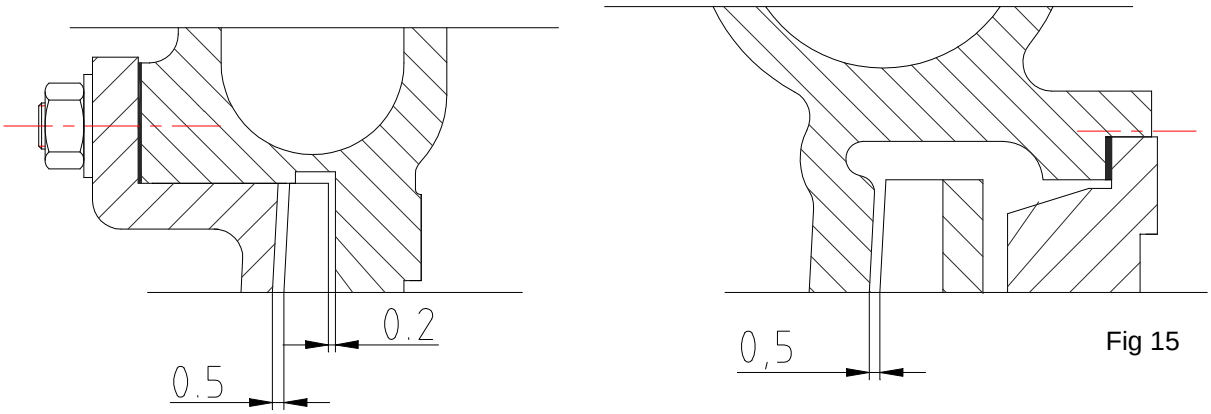

Fig 15
- Compruebe que hay suficiente holgura delante y detrás de la rueda para el “juego” de la misma (para que ésta pueda moverse sin problemas), Fig. 15.